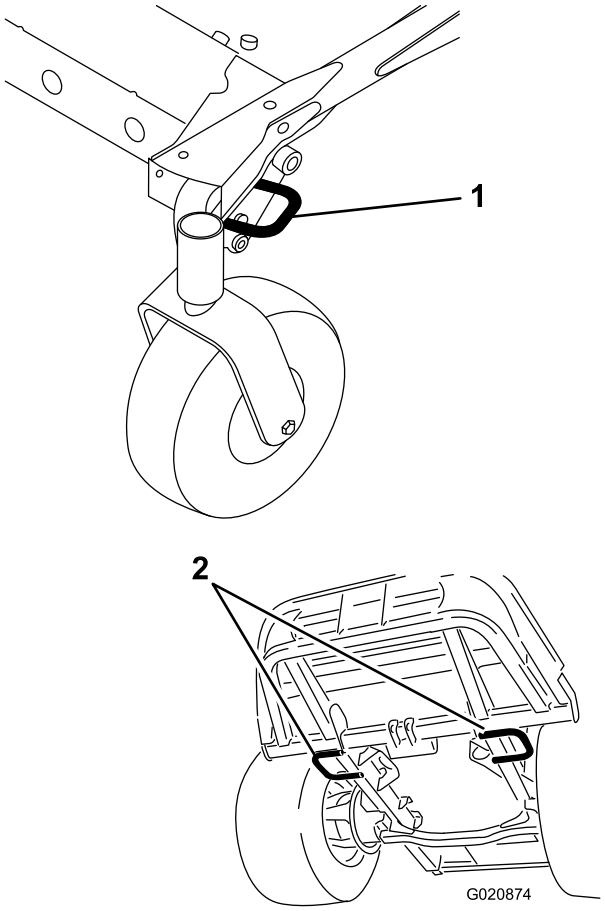

Rysunek 30
3. Zamocuj maszynę do przyczepy lub ciężarówki za pomocą pasów, łańcuchów, linek lub lin zgodnie z wymaganiami lokalnych przepisów ruchu na danym obszarze (Rysunek 30).